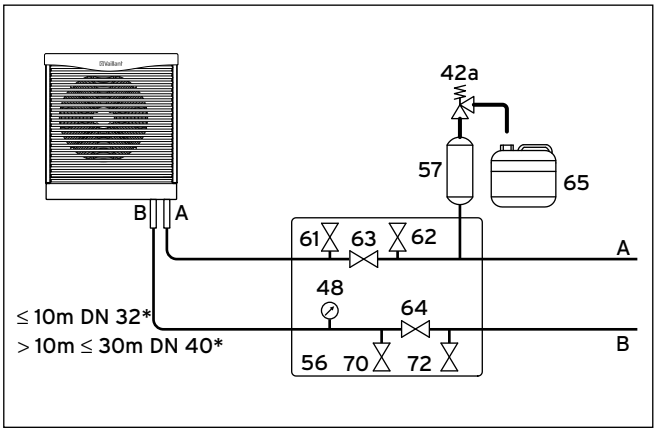

Abb. 5.7 Armaturen im Solekreis (* einfache Strecke)
- Installieren Sie den Sole-Auffangbehälter (→ **Abb. 5.7, Pos. 65**) drucklos am Sicherheitsventil (**42a**).